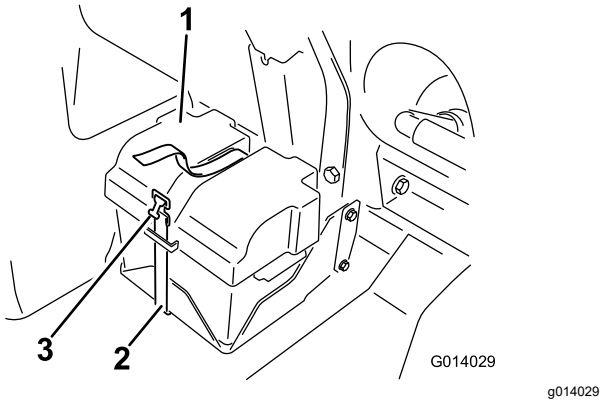

Bild 94
2. Nehmen Sie die Batterieabdeckung ab und klemmen das Minuskabel (schwarz) vom Batteriepol ab (Bild 94).
4. Montieren Sie die Batterieabdeckung und befestigen sie mit dem vorher entfernten Riemen (Bild 94).